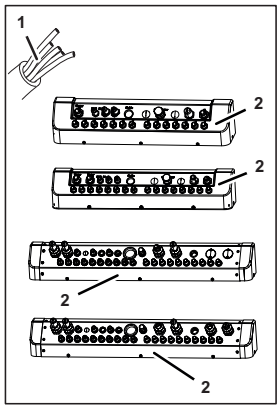

Fig. 22
4. Disconnect the python (Fig. 22/1) from the relevant connection of the unit's relevant connecting plate (Fig. 22/2).
5. Disconnect the basic ingredient/beverage tubes from the relevant connection of the unit's relevant connecting plate (Fig. 22/2).